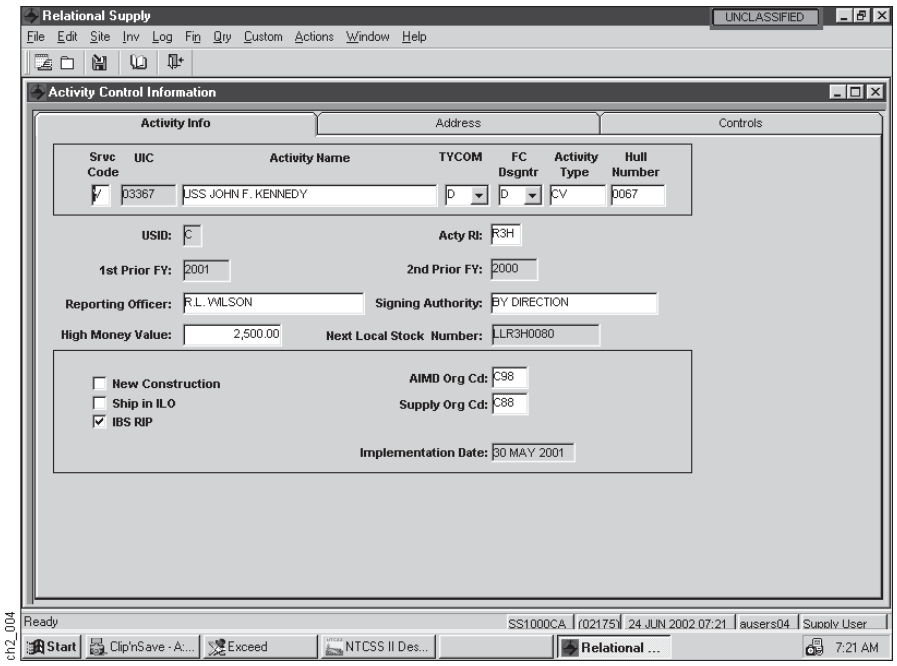

Figure 2-9
(1) Step 1. On the Activity Control Information Screen above (Figure 2-9), ensure the Activity Info Option (tab) appears enabled or select it to begin processing.